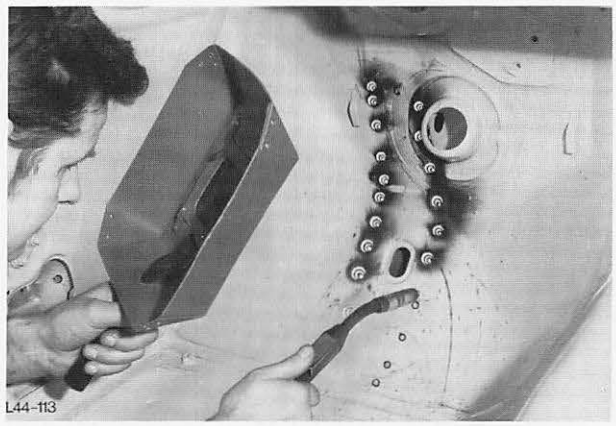

Abb. 111 Längsträger mit Stehblech an Spritzwand Loch – schutzgasschweißen
19. Längsträger mit Stehblech (vom Fahrgastraum her) an die Spritzwand anschweißen, Abb. 111. (Spritzwand evtl. vorher etwas beirichten).